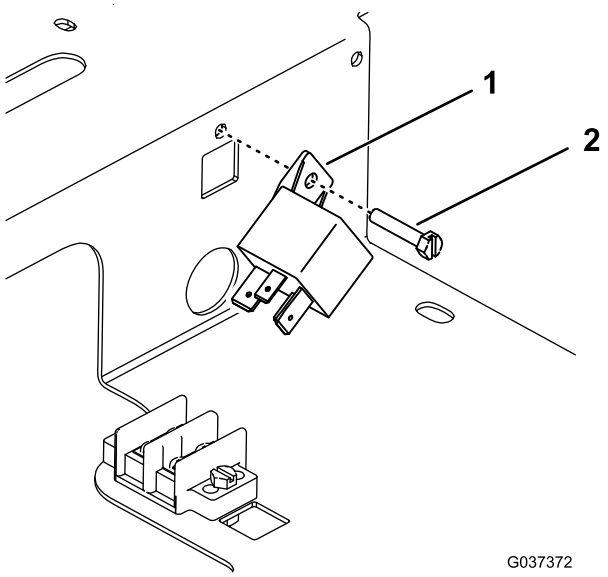

Figure 5
5. Mount the power relay to the flat nut on the side of the compartment with a screw (Figure 5).